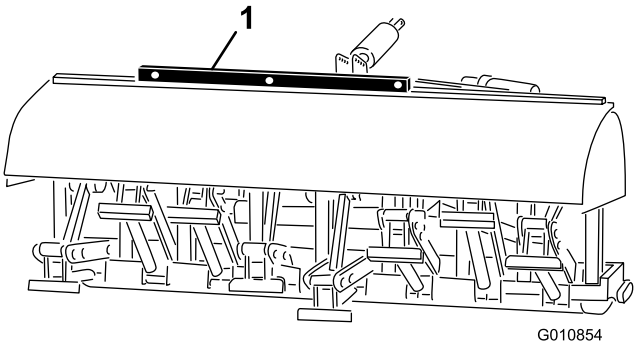

Figur 26
2. Plasser et vaterpass øverst på luftemaskinrammen, for å kontrollere om den står riktig på tvers (Figur 26).